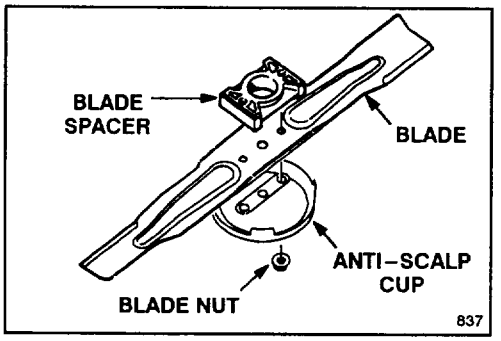

Figure 19
5. REMOVING BLADE—Grasp end of blade using a rag or thickly padded glove. Remove blade nuts, anti–scalp cup, blade and blade spacer (Fig. 19).